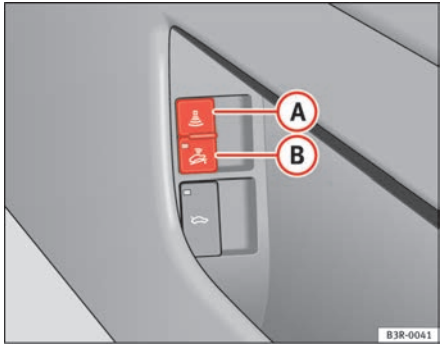

Fig. 77 Interior monitor switch
– Open the door and pull out the switch (A) (with the symbol) on the storage compartment side, in the driver's door ⇒ fig. 77.
– Open the door and pull out the switch (B) (with the symbol) on the storage compartment side, in the driver's door ⇒ fig. 77.